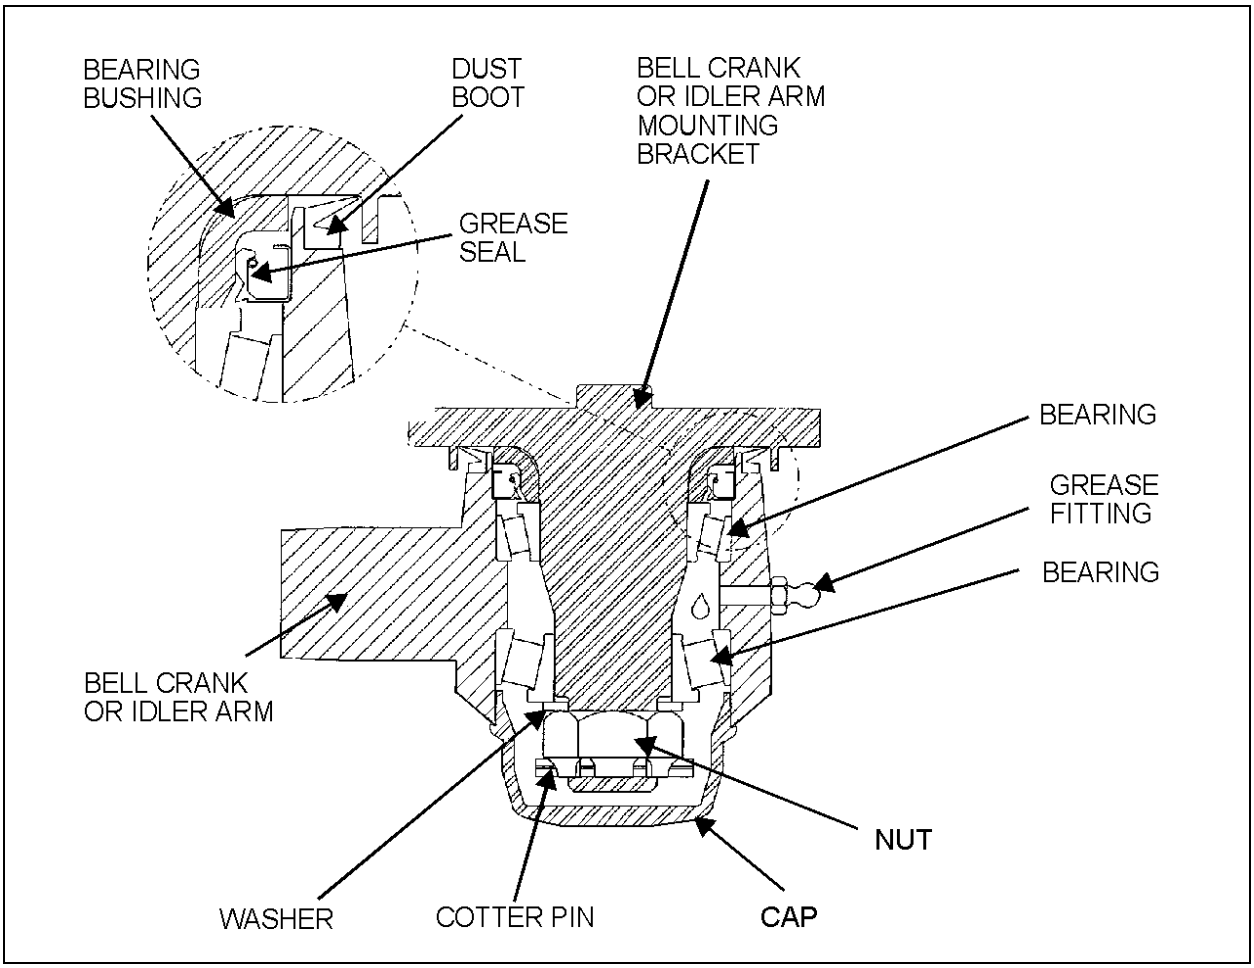

FIGURE 9: BELL CRANK AND IDLER ARM BALL JOINT 16043A
2. Remove the cap (Fig. 9).
3. Remove the cotter pin, nut and tongue washer. Remove bearings, grease seal, bearing bushing and the bell crank or idler arm from its mounting bracket stud (Fig. 9).
2. Install bearing and grease seal in bell crank or idler arm eye (Fig. 9).
3. Install bell crank or idler arm on its mounting bracket stud (Fig. 9).
Note: *Bend cotter pin around the nut (Fig. 9). Do not bend the cotter pin in the direction of the cap, because it may interfere with the cap.*